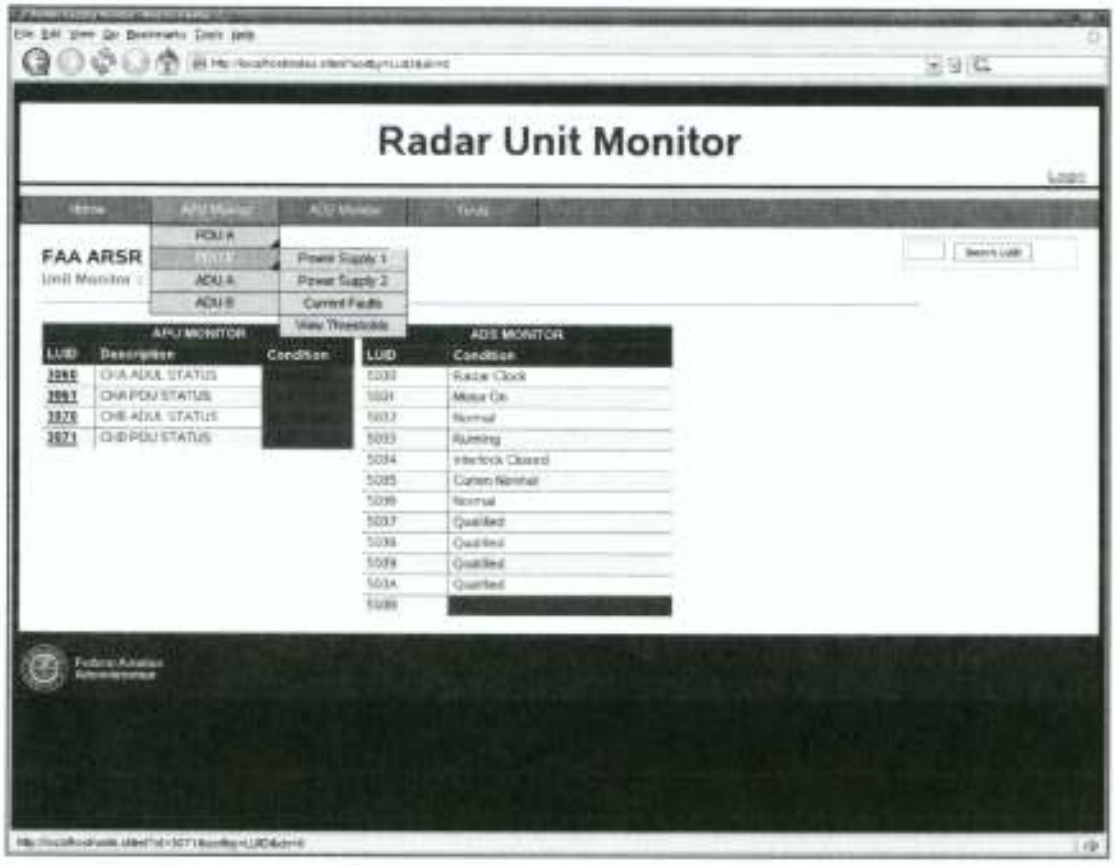

Figure 2 – Radar Unit Monitor, Navigation to PDU B Status
3. At the RPP computer, navigate to the PDU B status screen, using Firefox, refer to figure 2.